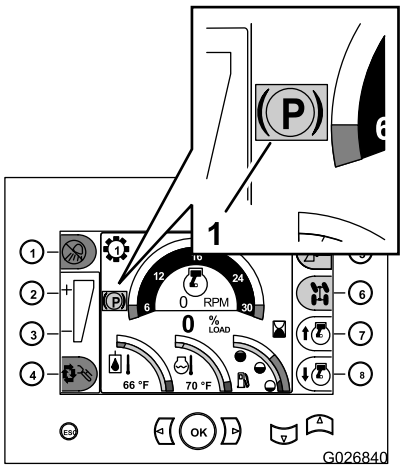

Figure 12
Remarque: Le témoin rouge du frein de stationnement s'affiche dans le centre de commande (Figure 12).
- Si vous coupez le moteur sans serrer le frein de stationnement, la machine le serre automatiquement et le témoin correspondant s'affiche dans le centre de commande (Figure 12).